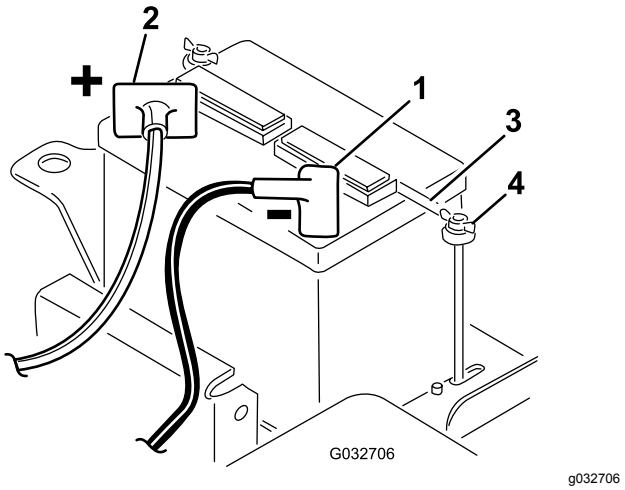

**Figur 5**
2. Koppla den positiva batterikabeln (röd) mellan startmotorns magnetspole och pluspolen (+) på batteriet (Figur 5). Fäst den med en vagnsskruv och en mutter.
5. Montera batteriklämman och brickorna, och fäst dem med vingmuttrarna (Figur 5).